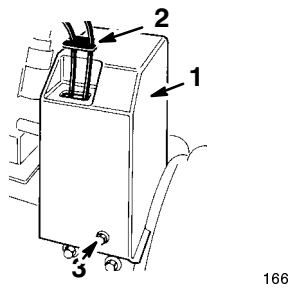

Figure 4
9. Mount the upper belt cover to the engine frame with three 1/2 in. (1.3 cm) flange head capscrews (Fig. 4).
10. Slide the cable cover onto the cables and into the hole in the belt cover (Fig. 4).